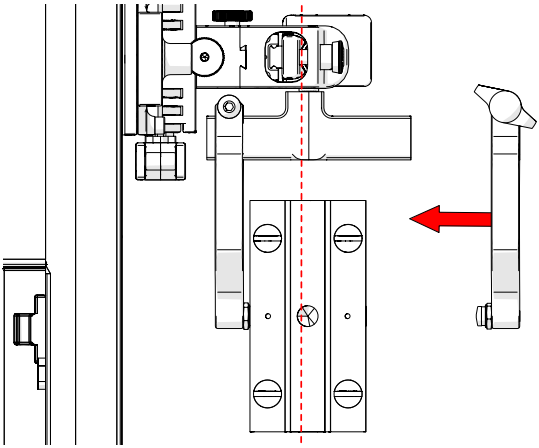

Fig. 101 - Align probe with yoke
6. Align the middle of the wedge with the centre of the yoke *(Fig. 101)*.